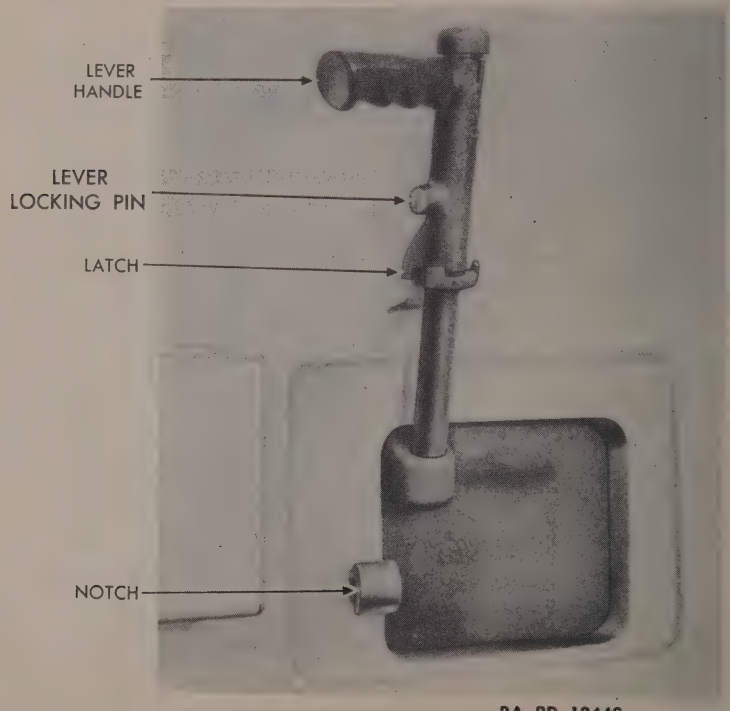

Figure 36—Pistol Port in M4 and M4A1 Turret
21. OPERATION OF PISTOL PORT (fig 36).